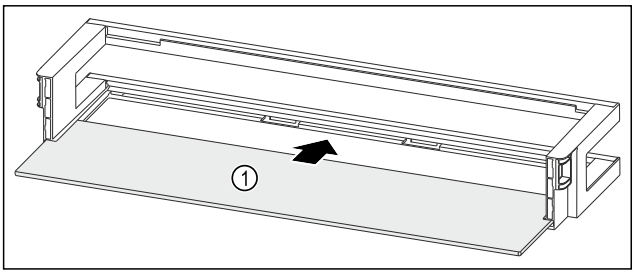

Fig. 200 Door rack with shelf
- ▶ Push the shelf *Fig. 200 (1)* into the side recesses.